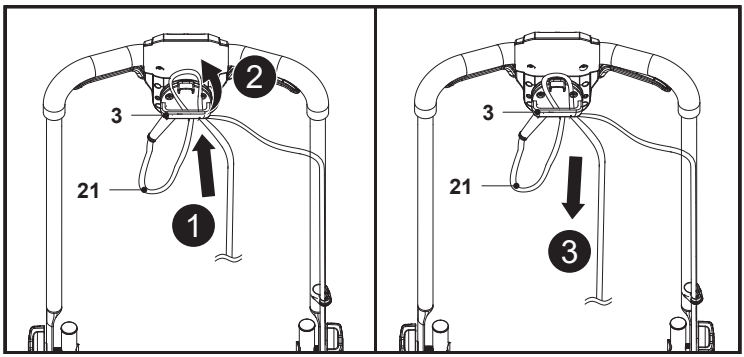

Fig. 8
1. Doble el cable de alimentación (21) hacia atrás, a unos 30 cm de la protección, pase el lazo que ha creado con el cable enrollado a través del orificio de la sujeción del cable (3) y cuelgue el lazo en el gancho (Fig. 8, pasos 1 y 2).
2. Con el cable de alimentación (21) colocado sobre la sujeción (3), tire con cuidado del cable de alimentación (21) para confirmar que está bien sujeto (Fig. 8, paso 3).